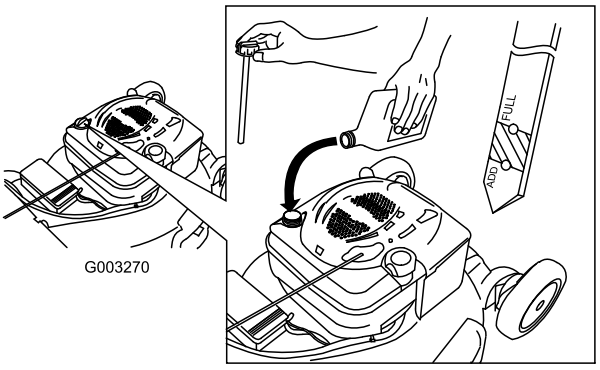

Figuur 6
1. Verwijder de peilstok (Figuur 6).
2. Giet **langzaam** olie in de vulbuis totdat het peil de Vol-markering op de peilstok bereikt (Figuur 6). **Niet te vol vullen.** (Maximale vulhoeveelheid: 0,59 l, type: SAE 30 reinigingsolie, met onderhoudsclassificatie SF, SG, SH, SJ, SL van het American Petroleum Institute (API) of hoger).